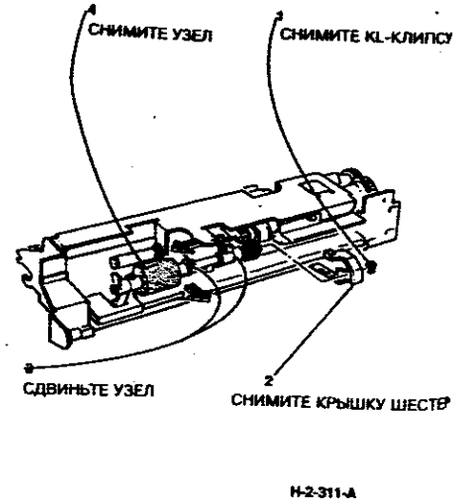

**Рисунок 2. Снятие узла роликов подталкивания**
3. (Рисунок 2) Снимите узел роликов подталкивания.